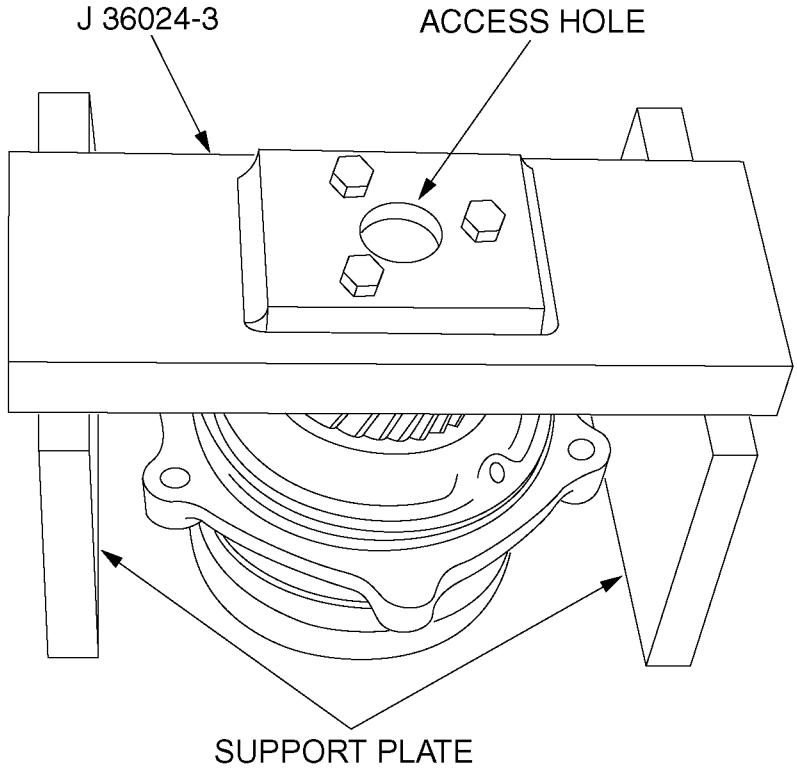

Figure 1-462 Accessory Drive Gear Removal
8. Position the accessory drive assembly on a press bed with the holding fixture supported. See Figure 1-462.
9. Using a press, apply pressure through the access hole in the holding fixture J 36024-3 (part of toolset J 36024–D), and press the drive shaft out of the gear. See Figure 1-462.